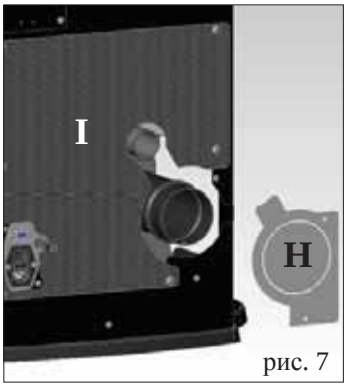
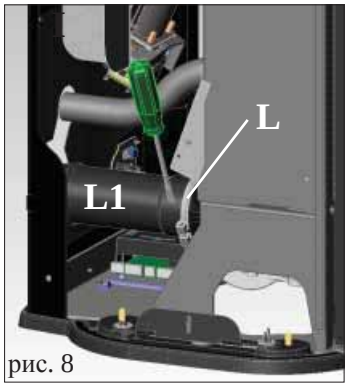

рис. 7
рис. 8
- Снять стеклянную крышку (H - рис. 7).
- Вынуть стальную боковину, прикрепленную к конструкции печи при помощи 2 болтов (X - рис. 7), которые необходимо выкрутить, потянув ее вверх (I - рис. 8)
- Снять мембрану (H - рис. 7) и при необходимости заднюю нижнюю панель с перфорацией (I - рис. 7).
- Закрутить зажим (L - рис. 8) и вынуть трубу дымохода (L1 - рис. 8).